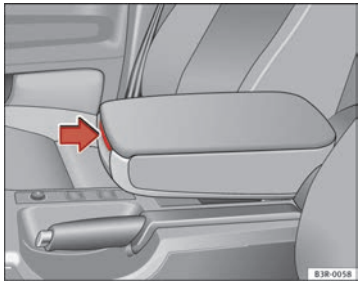

Abb. 112 Armlehne zwischen Fahrer- und Beifahrersitz
– Drücken Sie den Entriegelungshebel ⇒Abb. 112.